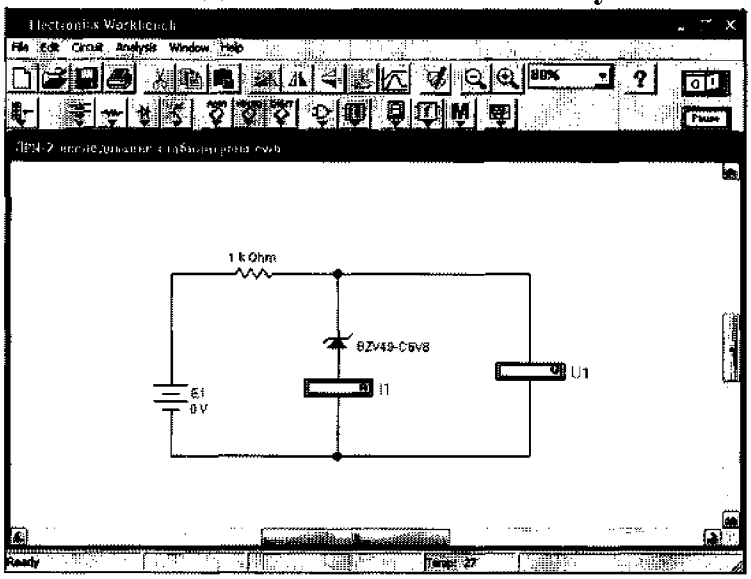

Рис. 5. Схема для исследования стабилитрона
4.1. На схеме (рис.5) наведите курсор на источник постоянного напряжения (батарею) Е1*;*